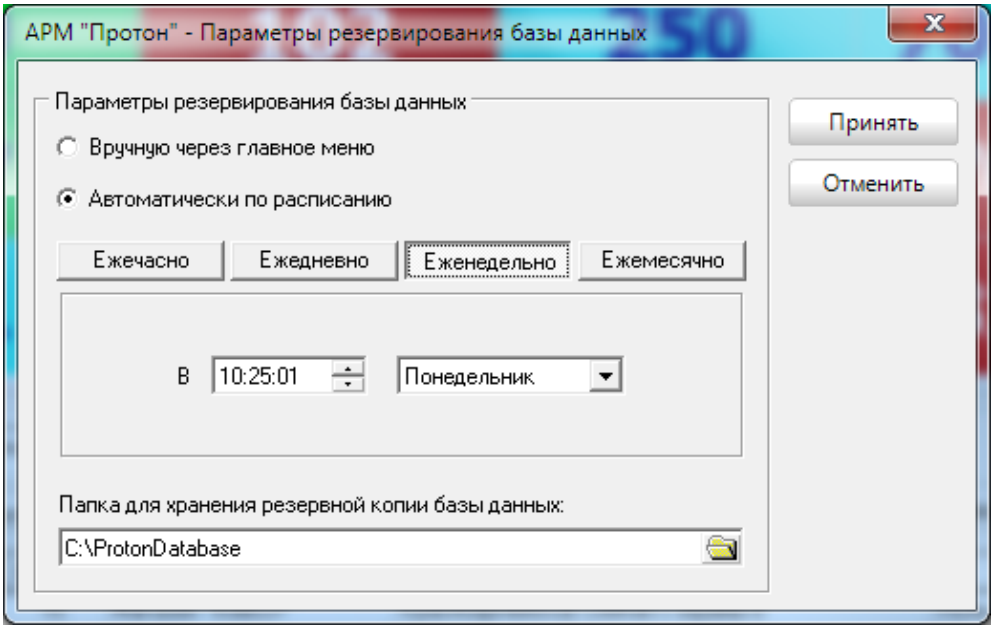

Рисунок 46
- еженедельно в определённый день недели в определённое время (Рисунок 46),